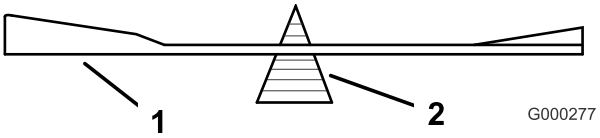
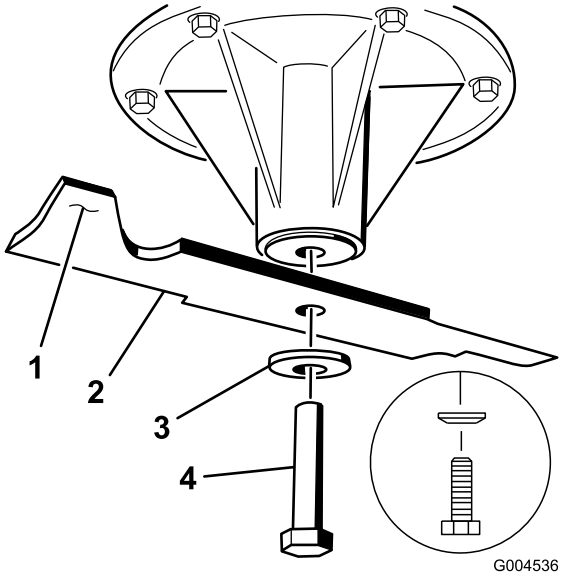

Figuur 85
Figuur 86
2. Verwijder de mesbout, de veerschijf en het mes van de spilas (Figuur 86).
2. Controleer de balans van het mes met een mesbalans (Figuur 85). Als het mes horizontaal blijft, is het in balans en geschikt voor gebruik. Als het mes niet in balans is, moet u wat metaal afvijlen van het uiteinde van de vleugel (Figuur 86). Herhaal dit indien nodig totdat het mes in balans is.
1. Monteer het mes op de as (Figuur 86).
2. Monteer de klemring en de mesbout. De conus van de klemring moet worden gemonteerd op de boutkop (Figuur 86). Draai de mesbout vast met een torsie van 115 tot 150 Nm.